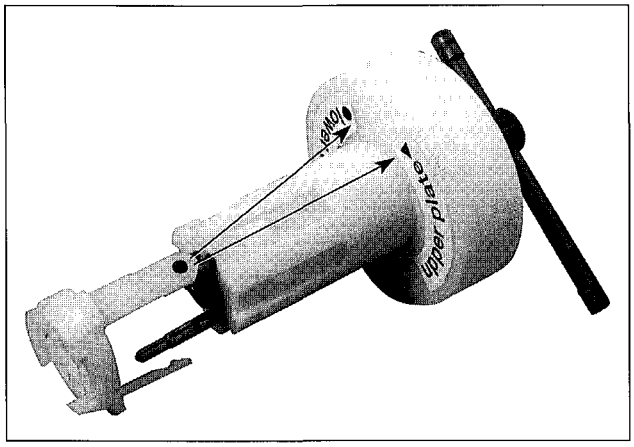

Fig. M3
- Align the upper cylinder removal tool's reference element with the ∇ symbol (Fig. M3) to remove the upper cylinder's upper clamping plate (short pins).
- Pull the Upper Cylinder Removal Tool's reference element and align it with the O for the removal of the upper cylinder's lower clamping plate (long pins; see fig. M3). Position the upper tool's arm in the CLOSED position, then place it on the lower clamping plate through the three holes of the upper cylinder. Ensure that all three pins snap into the lower clamping plate.